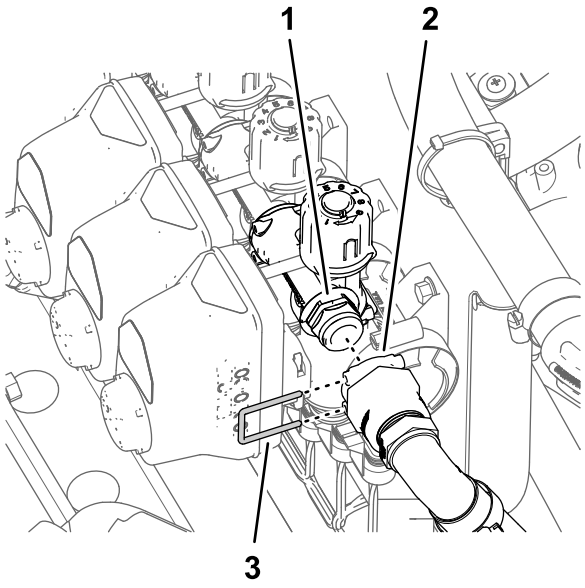

Rysunek 111
2. Zamocuj szybkozłącze węża obejściowego do szybkozłącza przy zaworze obejścia zaworu dyszy 10 (Rysunek 111).
3. Zamocuj za pomocą zapinki szybkozłącza węża obejściowego i zaworu obejścia (Rysunek 111).